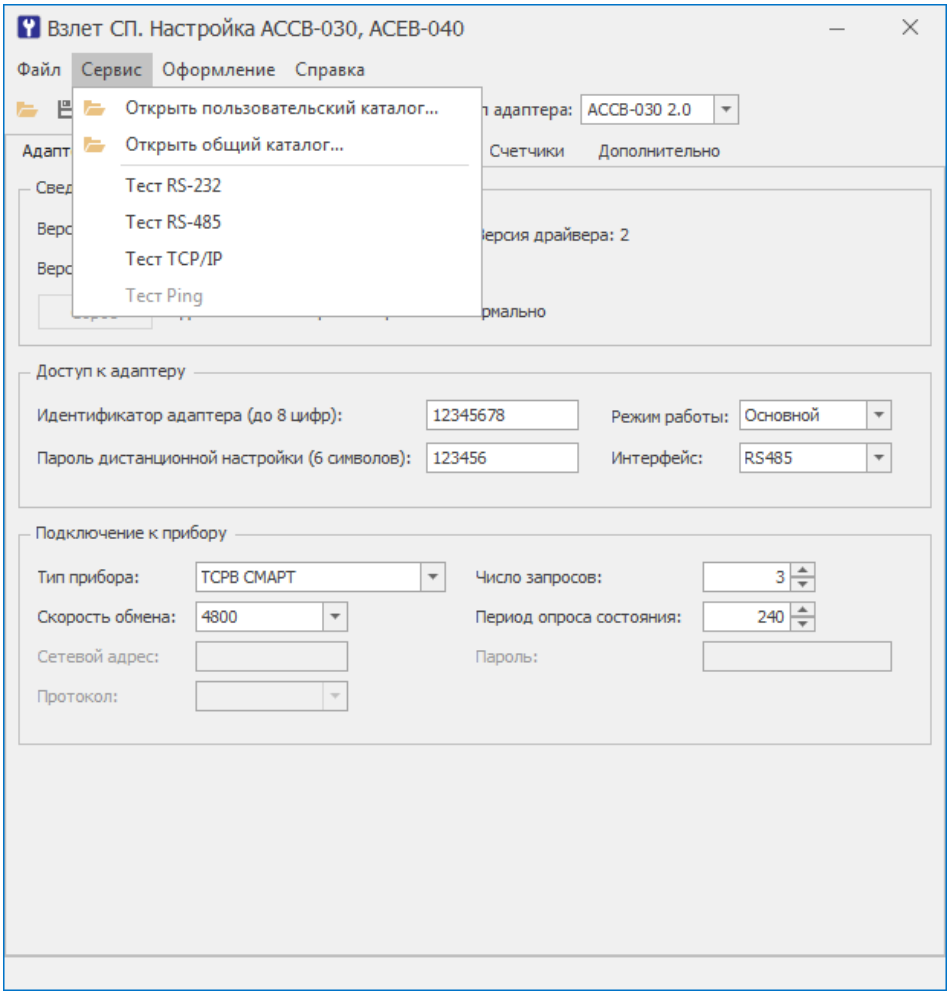

Рис.16. Меню «Сервис» программы «Взлет СП. Настройка АССВ-030, АСЕВ-040».
Проверка интерфейсов осуществляется с помощью программы «Взлет СП. Настройка АССВ-030, АСЕВ-040». В меню **Сервис** (рис. 16) имеется пункт **Тест**, который позволяет указать тип тестируемого интерфейса.
9. Запустить программу «Взлет СП. Настройка АССВ-030, АСЕВ-040» на диспетчерском компьютере и выбрать пункт меню **Сервис** > **Тест TCP/IP** (рис.16). Появится окно с сообщением **Ожидание соединения.**